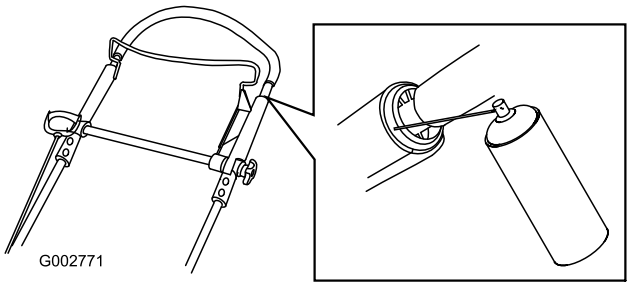

Figuur 33
1. Spuit het plastic uiteinde van de binnenste handgreep in (Figuur 33).